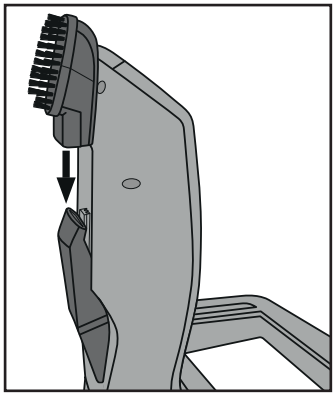

Fig. 5
- You can store the crevice tool ⑰ and the brush nozzle ⑯ on the rear side of the cradle ㉔ in the holder for the brush nozzle ㉑ and the holder for the crevice tool ㉒.
- First, put the crevice tool ⑰ onto the crevice tool holder ㉒ so that the suction opening is facing towards the cradle ㉔.
- Then fit the brush nozzle ⑯ onto the brush nozzle holder ㉑ so that it cover the end of the crevice tool ⑰ (Fig. 5 and 6).